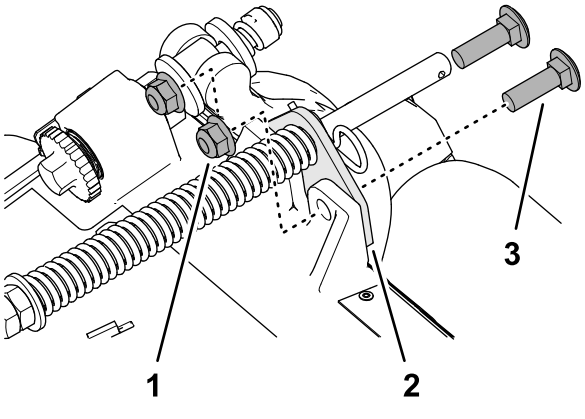

Figuur 7
2. Verwijder de 2 flensborgmoeren (⅜") en 2 slotbouten (⅜" x 1¼") waarmee de gazoncompensatiebeugel bevestigd is aan het frame van de maai-eenheid (Figuur 7).